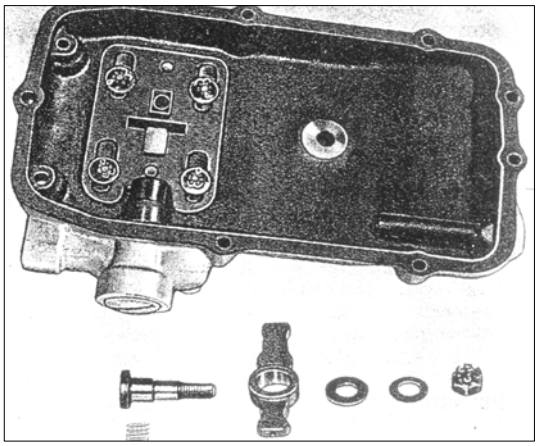

РИС. 226
1) Положите верхнюю крышку КПП на чистый стол. Снимите шплинт с корончатой гайки, расположенной в центре верхней крышки. Снимите гайку и выдавите болт крепления коромысла переключения 1-й передачи, вместе с коромыслом и 29-ю иголками (см. рис.226).